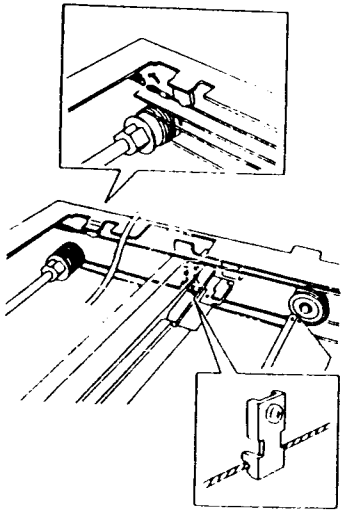

Рис. 8 NZM-0062
3. (Рис. 8): Протяните конец тросика с петлей через каретку полного хода и накиньте петлю на крючок пружины с правой стороны каркаса аппарата.